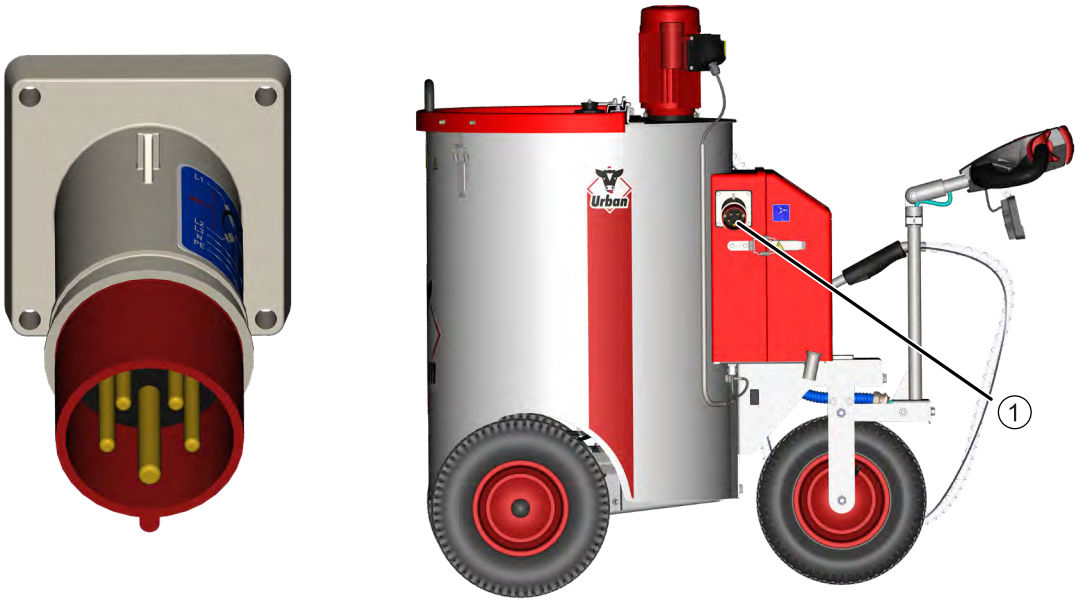

Рисунок 18: Пример соединения, CEE красный, 5-полюсный (400 В перем. тока)
4. Соедините другой конец соединительного кабеля с розеткой ① молочного шаттла (см. «Рисунок 18: Пример соединения, CEE красный, 5-полюсный (400 В перем. тока)» на странице 30.)